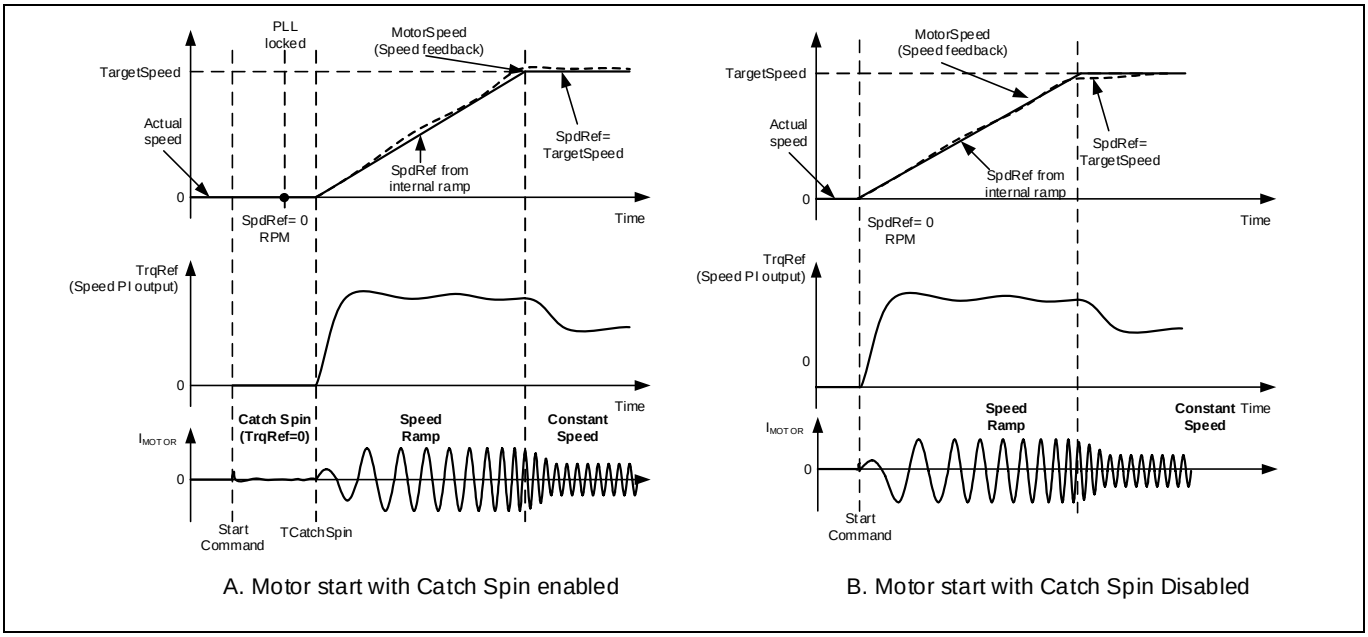

図 26　ゼロスピードキャッチスピン - キャッチスピン有効/無効の場合のモータ始動シークエンス
モータが停止している場合、キャッチスピン動作は「ゼロスピードキャッチスピン」となります。図 26(A)に、ゼロスピードキャッチスピンの一例を示します。この例では、スタートコマンド実行時モータは停止しています。スタートコマンド実行後、「ゼロスピードキャッチスピン」動作が開始します。キャッチスピン動作中、モータ電流は出力されません。キャッチスピン時間経過後、その状態のモータ速度(この場合は 0 rpm)初期の参照速度および速度加速の始点となります。モータは基準となる加減速レートに従って加速を続け、設定された目標速度に達します。
キャッチスピンが無効化されている場合、PLL ロックを待たずに、スタートコマンド実行後ただちに通常の速度制御が開始します。図 26 (B)に示すように、スタートコマンド実行後、キャッチスピン動作を行うことなく直ちにモータ電流が出力されます。モータは基準となる加減速レートに従って加速を開始し、設定された目標速度に達します。